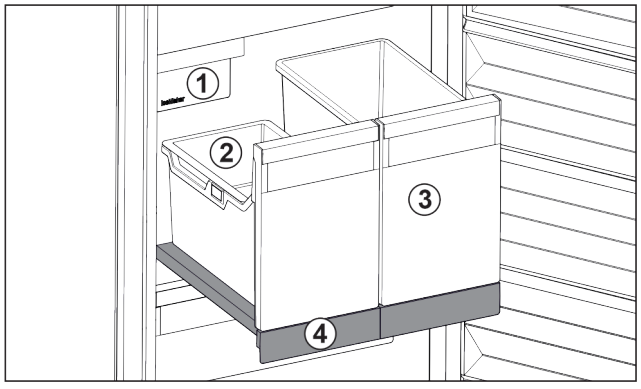

Fig. 138 Raft extractibil cu IceTower
Pe raftul extractibil se află două recipiente înalte (IceTower). În recipientul din *Fig. 138 (2)* sunt colectate și depozitate cuburile de gheață din IceMaker. Recipientul din *Fig. 138 (3)* se pretează pentru depozitarea de alimente înalte cum este pizza sau băuturile alcoolice.